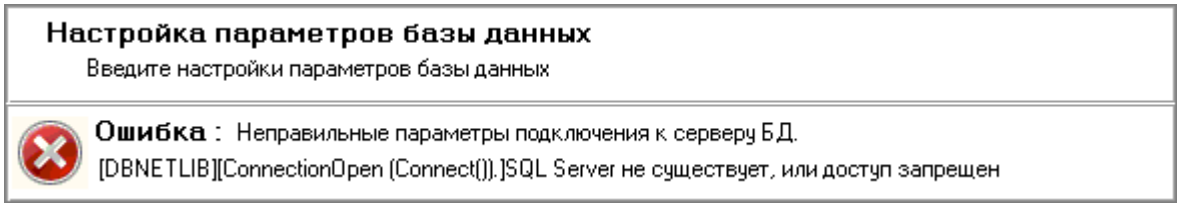

Рисунок 4-21 Предупреждение при неправильном указании имени SQL-сервера
- если неправильно указано имя SQL-сервера, либо он в данный момент недоступен (в случае подключения по сети), то отобразится соответствующее предупреждение (см. Рисунок 4-21);